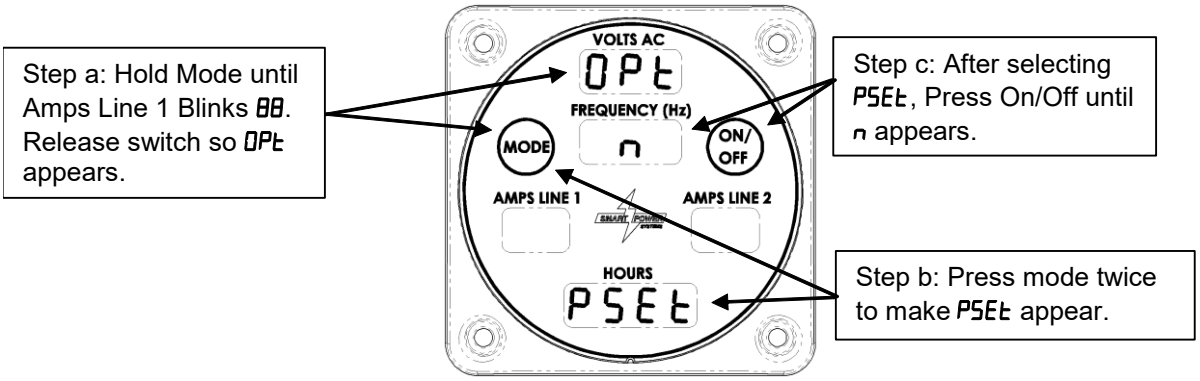

Figure 34 – Disabling Pump Set Option
a. Press and hold the Mode button until the Amps Line 1 field blinks with 88 (more than 10 seconds). Release the button while the Amps Line 1 field is blinking to make OPt appear. Reference Figure 34.